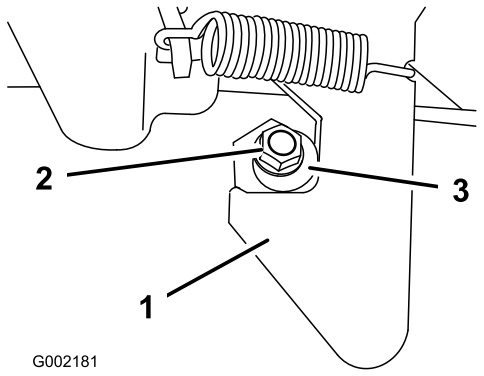

Figuur 25
1. Draai de moer op het uiteinde van de vergrendelstang los (Figuur 25).
2. Draai de vergrendelstang naar rechts totdat deze stevig tegen de vergrendeling zit en zet daarna de moer vast (Figuur 25).